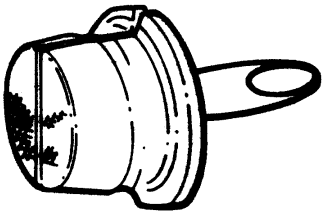

Figure 4. 6797881 Torquemeter Mid Bearing Roller Retainer
j. Before torquemeter bearing rollers clear 6797753 guide, insert 6797881 retainer (figure 4) into torquemeter bearing outer race and rollers. Insert 6797881 retainer from aft end of torquemeter.